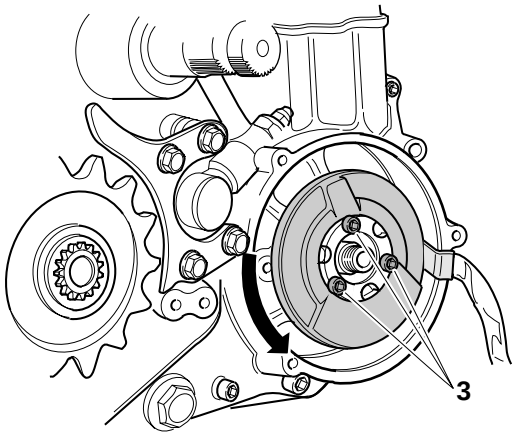

Fig.47
1. Allentare lo statore intervenendo sulle viti "3" di fig.47
6. Serrare le 3 viti "3"(Fig.47) di bloccaggio dello statore "4" utilizzando della **Loctite** frenafiletti di **Tipo medio 243.**
1. Loosen the stator by means of screws “3” (fig. 47).
6. Tighten the 3 screws "3" (Fig. 47) of to block of stator "4" utilizing **Loctite** of **middle type 243**.
1. Den Ständer mit den Schrauben ”3” in Abb. 47 lockern.
6. Die 3 Schrauben "3" (Abb.47) zur Blockierung des Stators "4" festziehen: zu diesem **Zweck Loctite (Mittelart 243)** benutzen.
1. Desserrer le stator, en agissant sur les vis “3” (fig.47).
6. Serrer les 3 vis "3" (fig.47) blocage stator "4" en utilisant **Loctite Type moyen 243.**